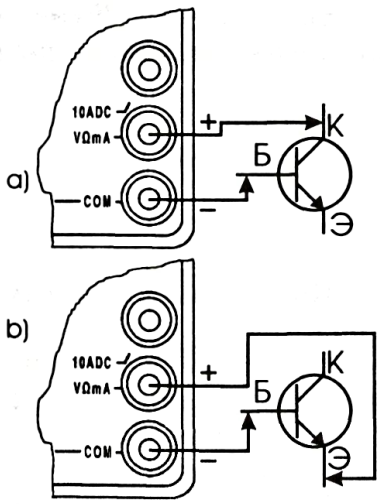

Рис. 6
2. Смените полярность включения щупов к выводам «база-коллектор» и «база-эмиттер» (рис. 6, а, б). У исправных переходов на дисплее высветится символ «1».